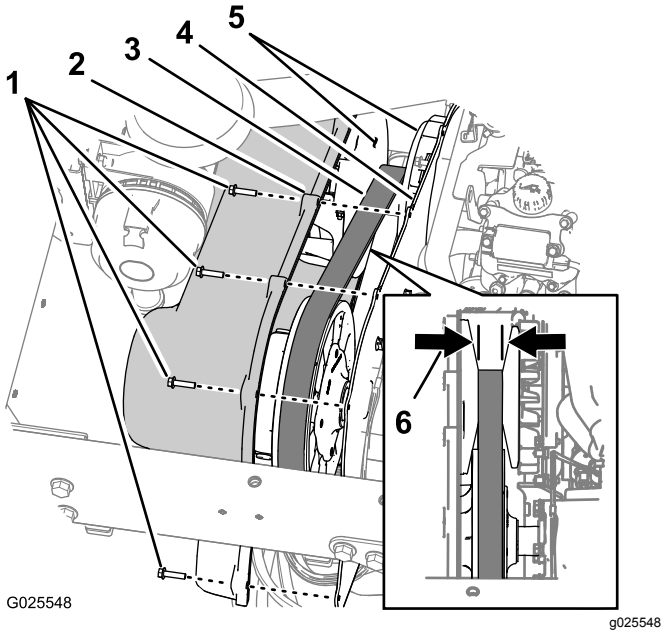

Figur 63
1. Fjern de ni sekskantede skivehodeskruene (¼ x 1 tomme) fester girdekselet til girets monteringsplate (Figur 63).
2. Flytt dekslet fremover til du kan se drivremmen (Figur 63).
3. Sjekk primærclutchens kileformede overflater for tegn på skade (Figur 63).
4. Kontroller drivremmen for manglende eller skadde knaster (Figur 63).
5. Mål på tvers av remmen og registrer rembredden (Figur 63).
Merk: Hvis rembredden er 29,5 mm eller mindre, skift ut remmen (Figur 63).
6. Plasser hullene i girdekselet på linje med hullene i monteringsplaten (Figur 63).
7. Fest dekslet til monteringsplaten (Figur 63) med de ni sekskantede skivehodeskruene (1/4 x 1 tomme) som du fjernet i trinn 1, og stram skruene til 10,2 til 12,4 N·m.